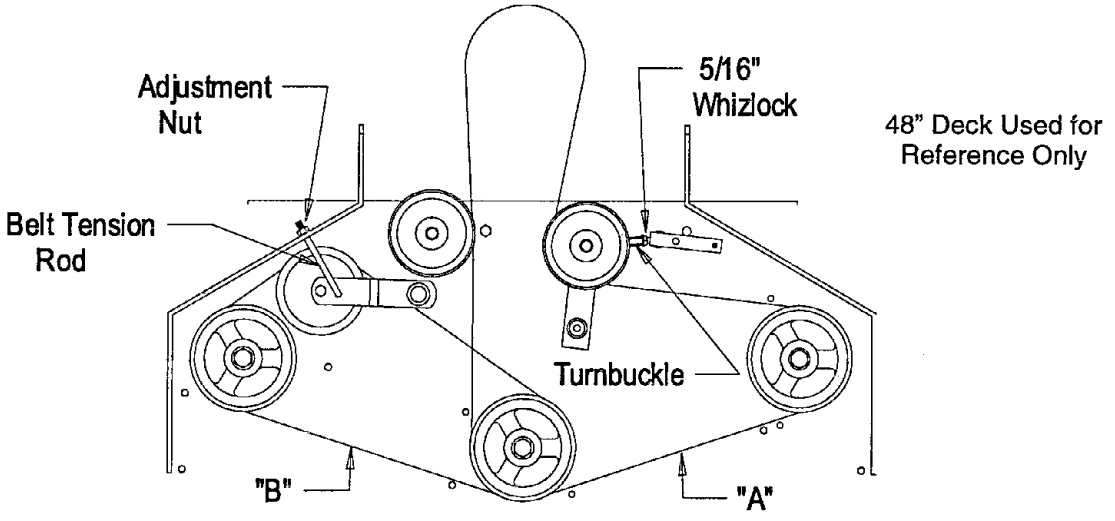

**FIG. 11**
c) Belt must be tight enough so it does not slip during heavy loads while cutting grass. Over-tensioning will reduce belt and spindle bearing life. To adjust belt tension, loosen the 5/16" whizlock nut on turnbuckle and rotate the turn buckle; rotate turnbuckle toward rear of mower to tighten, and toward front of mower to loosen belt tension (See Figure 11).
e) For the 14 and 15 hp engines, proper belt tension will require about 10 lbs. side pull on belt, halfway between pulleys, to deflect belt 1/2" . (See Figure 11, Point A).
b) The secondary drive belt is adjusted via the belt tension rod (See Figure 11). The 5/16" nylock adjustment nut is located at the rear, right corner of engine deck.
c) Proper belt tension (for the secondary belt) will require about 10 lbs. side pull on belt, halfway between pulleys, to deflect belt 1/2" . (See Point B, Figure 11).